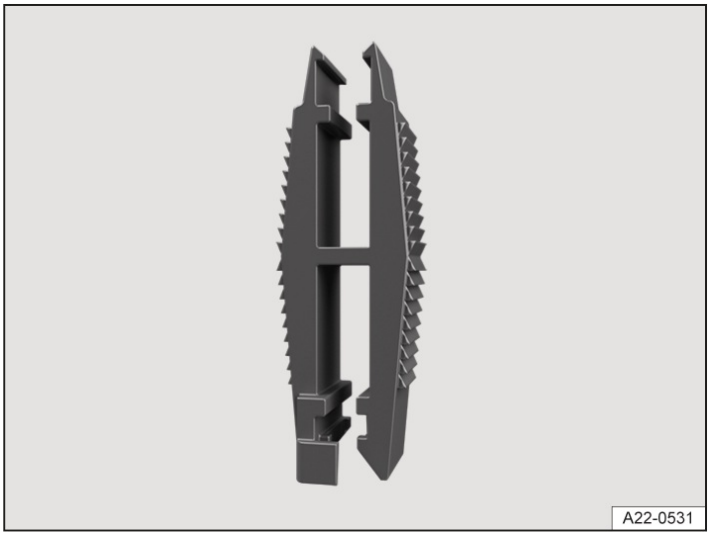

Fig. 2 Plastic pliers for removing or installing a fuse (general example).
1. Remove plastic tongs from either the fuse box or the cover of the fuse box→ *fig. 2*.